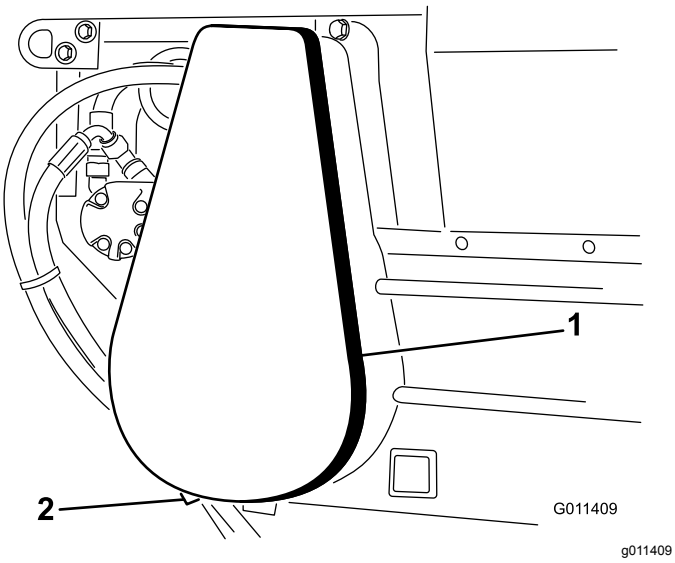

Figur 29
1. Afmonter kædedæksel og afstandsklods (Figur 29).